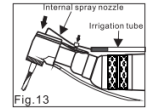

Fig.13
3) Put the internal spray nozzle into the head firmly (Fig 13 / 14).